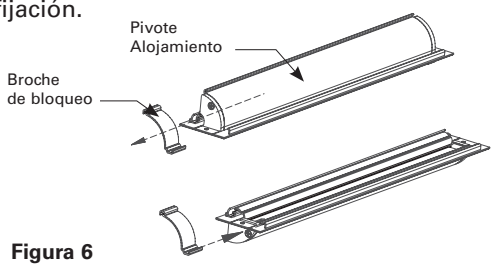

Figura 6
9. Si la luminaria se montará en la pared, primero afloje los tornillos de fijación que se encuentran en la parte trasera del alojamiento pivote. Luego quite el broche de bloqueo deslizándolo hasta el extremo del alojamiento pivote (Ver la figura 6). Gire el alojamiento pivote 90 grados y luego vuelva a colocar el broche de bloqueo. Ajuste los tornillos de fijación.